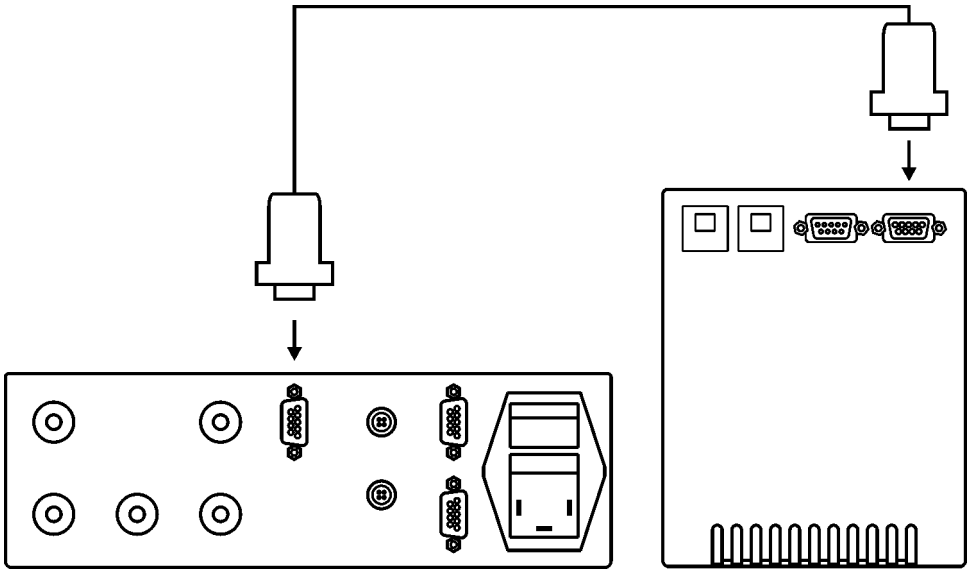

Рисунок 10 — Подключение термостата к измерительному блоку
2.2.9 Если в комплект поставки входит термостат, подключить термостат к измерительному блоку при помощи соответствующего кабеля (рисунок 10).